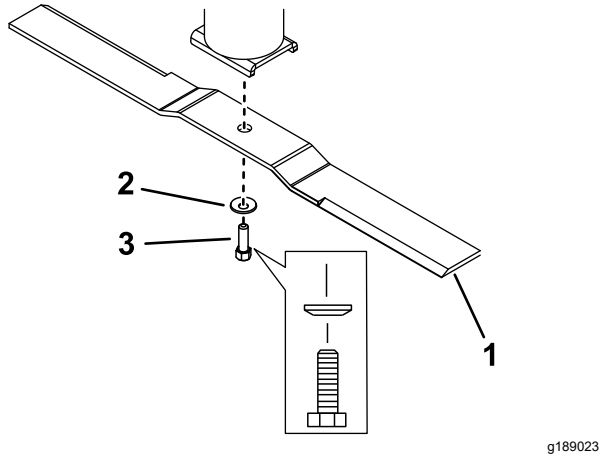

Figura 38
2. Retire el perno de la cuchilla, la arandela curva y la cuchilla del alojamiento del eje (Figura 38).
1. Instale la cuchilla en el eje (Figura 38).
2. Instale la arandela curva (con el lado cóncavo hacia la cuchilla) y el perno de la cuchilla (Figura 38).